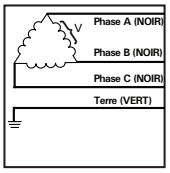

**Figure 4**
- D = 240 V, 3Ø, 3F (Fig 4)
- F = 480 V, 3Ø, 3F (Fig 4)
- G = 600 V, 3Ø, 3F (Fig 4)
D = 240 V, 3Ø, 3F (Fig 4)
F = 480 V, 3Ø, 3F (Fig 4)
G = 600 V, 3Ø, 3F (Fig 4)①
G = 600 V, 3Ø, 3F (Fig 4)